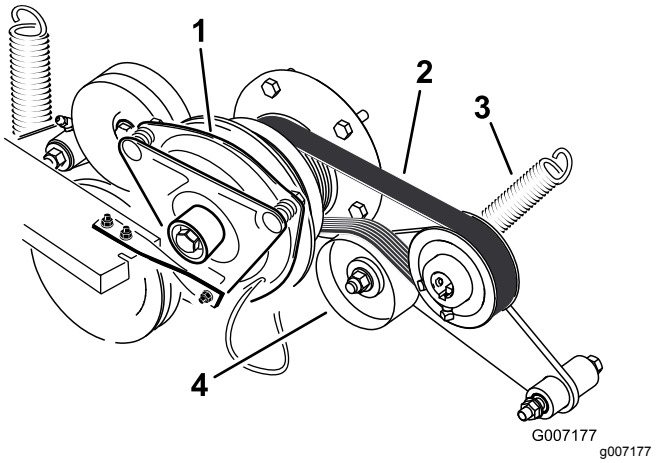

Bild 73
3. Entfernen Sie die Feder vom Spannarm (Bild 73).
4. Legen Sie einen neuen Riemen um die Riemenscheibe des Motors und der Hydraulikpumpe (Bild 73).
6. Haken Sie die Feder wieder in den Spannarm ein (Bild 73).